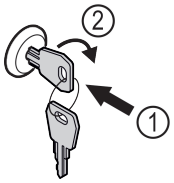

Fig. 92 Voorbeeld
▶ Sleutel erin duwen *Fig. 92 (1)*.
▶ Sleutel 90° rechtsom draaien *Fig. 92 (2)*.